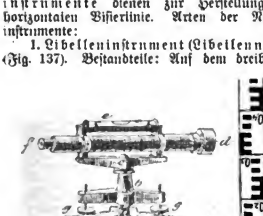

Fig. 137. Nivellierinstrument mit Latte.
1. Libelleninstrument (Libellenniveau) (Fig. 137). Bestandteile: Auf dem dreibeinigen